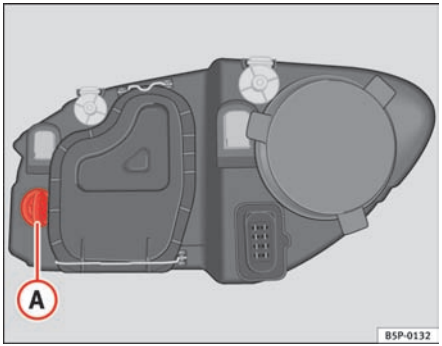

Fig. 164 Turn signal lamps
– Rotate the lamp holder ⇒ fig. 164 (A) to the left and pull.